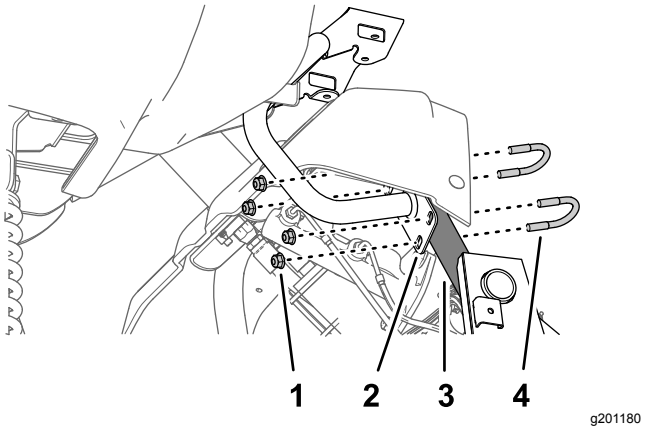

Figuur 162
3. Monteer de plaat van de monitorbeugel op de steunbuis van het chassis van de machine (Figuur 162); gebruik de 2 U-bouten en 4 flensborgmoeren (5/16 inch).